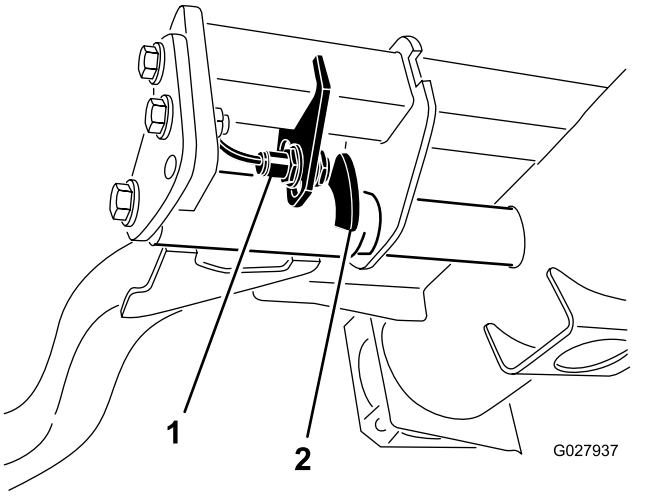

Figur 54
2. Lyftarmsbrytaren sitter under hydraultanken, bakom den främre, högra lyftarmen (Figur 54).
3. Lossa brytarens fästskruvar och flytta ned brytaren för att öka lyftarmens vändhöjd, eller flytta upp den för att minska vändhöjden (Figur 54).